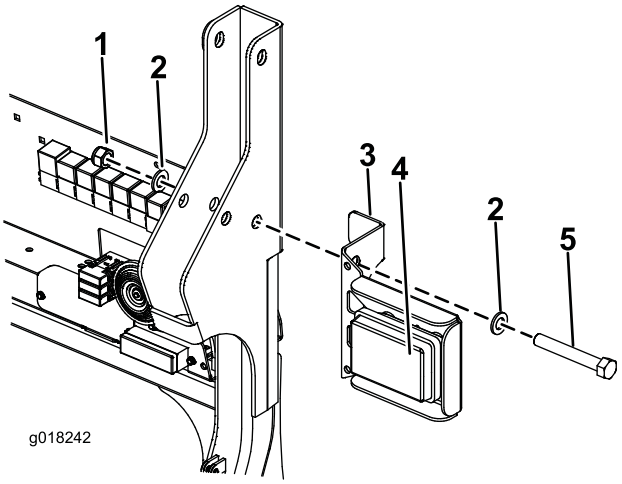

Figura 3
9. Alinhe o furo superior no suporte da luz traseira do lado direito com o furo no ROPS e insira o novo parafuso M16 x 110 mm (Figura 3). Re-utilize as anilhas existentes.